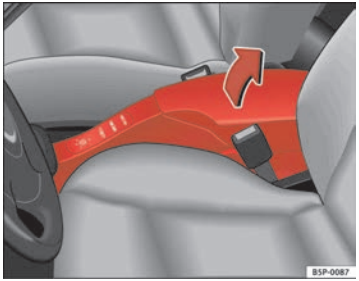

Fig. 102 Front armrest with stowage area
– To open the stowage area, lift the armrest up in the direction of the arrow ⇒ fig. 102 and then lift the cover.